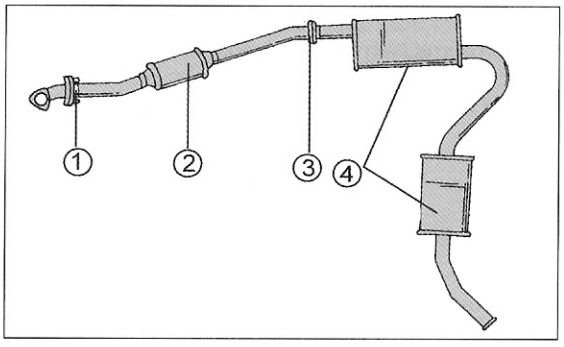

Bild 329
- Mit der Vorstellung des neuen DW10-Dieselmotors (2.0-Liter) ist die in Bild 329 gezeigte Anlage eingebaut. In diesem Fall haben alle Ausführungen einen im vorderen Rohr einverleibten Katalysator anstelle des vorderen Auspuffrohres.